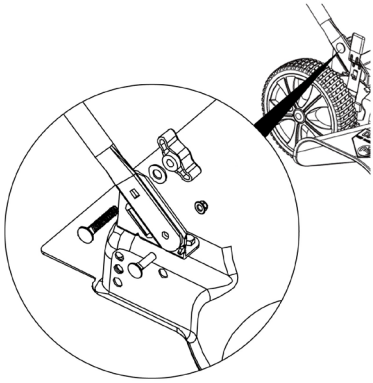

Рис. 5 Установка нижней части рабочей рукоятки
4. Установите нижнюю часть рабочей рукоятки. Совместите отверстия в кронштейне и рукоятках и закрепите нижнюю часть рабочей рукоятки на кронштейне с помощью болтов и гаек, как показано на Рис. 5.